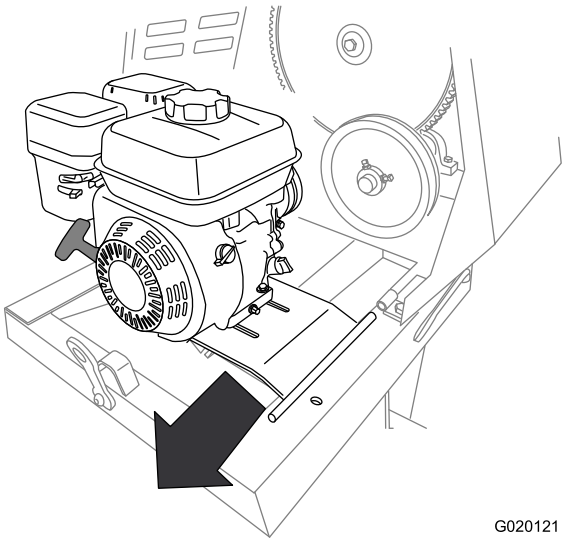

Figura 62
9. Deslice la chapa del motor hacia atrás para retirarla del soporte delantero de la bisagra (Figura 62).
10. Retire el motor y la chapa del motor de la máquina (Figura 62).
2. Alinee el pivote de la chapa del motor con el soporte delantero de la bisagra (Figura 62).
3. Deslice la chapa del motor hacia adelante encajando el pivote en el soporte delantero de la bisagra (Figura 62).
4. Alinee el soporte trasero de la bisagra con el pivote de la bisagra de la chapa del motor (Figura 62).